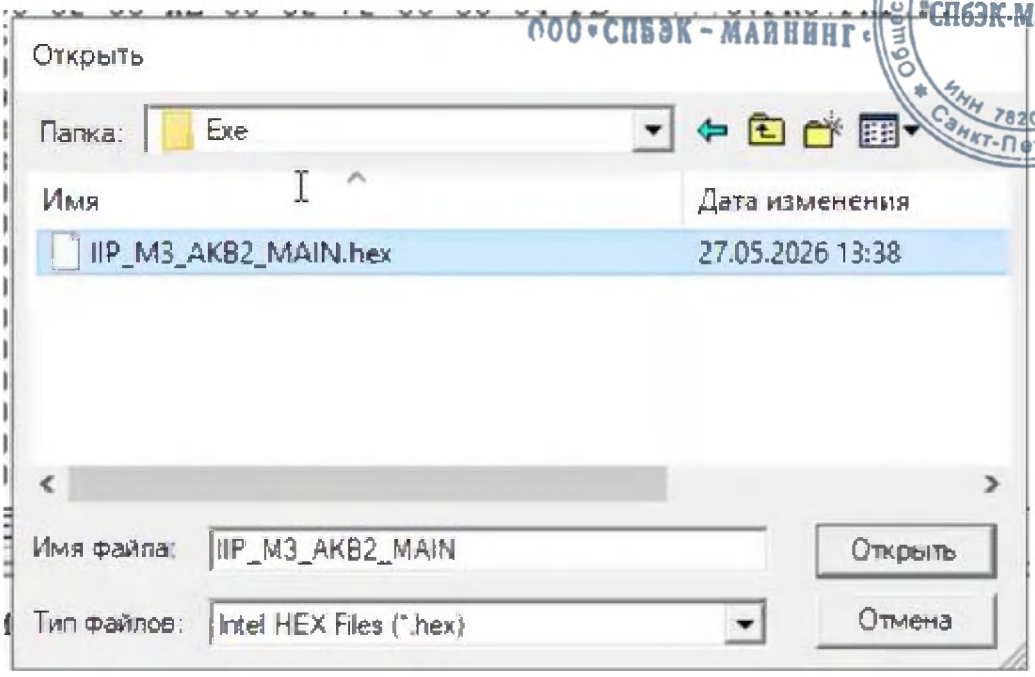

Рисунок 62
5.3.12 В открывшемся окне выбрать исполняемый файл функциональной части IIP_M3_AKB2_MAIN.hex, сконфигурированный в п. 4.4.5 в директории: C:\Рабочий стол\NAP160\FW_realise\commit_mvp\FW_AKB_STM8L05\FW_AKB_BSP_STM8L05\fw\Debug\Exe (Рисунок 62).